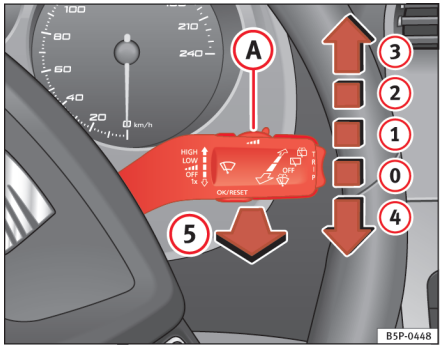

Fig. 81 Betjeningsarm til viskere og sprinklere
Betjeningsarmen til viskerne ⇒ fig. 81 kan stå i følgende positioner:
- Hvis bilen standser, når trin (2) ⇒ side 117, fig. 81 eller (3) er valgt, skiftes der automatisk ned til næste lavere trin. Kører bilen igen, skiftes der automatisk tilbage til det indstillede viskertrin.